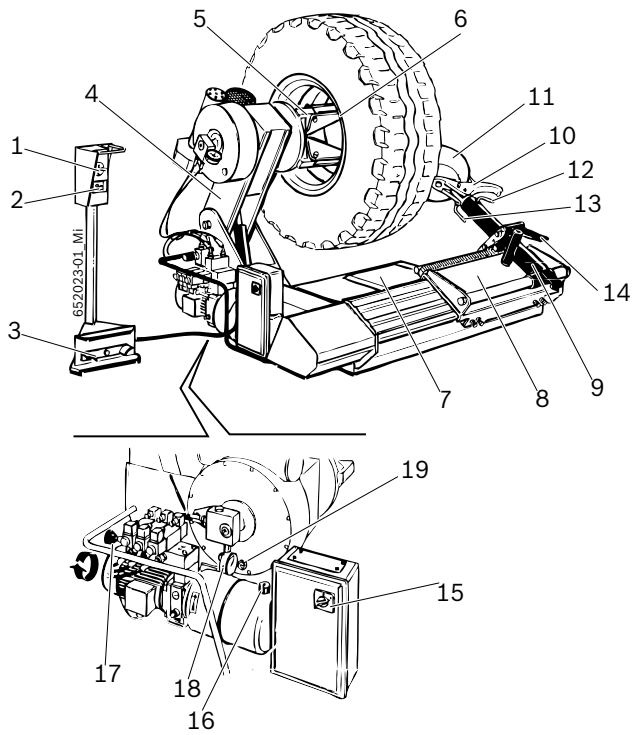

Fig. 1: JUMBO TCS26
La brida de ajuste funciona a través de un circuito hidráulico de alta presión regulable de 20 a 130 bar rotando la manopla correspondiente (Fig. 1, pos. 17) y leyendo el valor en el manómetro (Fig. 1, pos. 18). La presión normal de ejercicio es de 130 bar. Con las llantas ligeras o particularmente delgadas es necesario disminuir dicha presión.
Para ruedas con diámetro inferior a 800 mm o superior a 1500 mm, se aconseja quitar la toma de la herramienta de montaje (Fig. 1, pos. 12) y ubicarla en el segundo agujero.